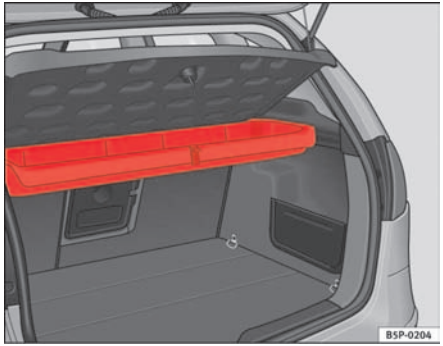
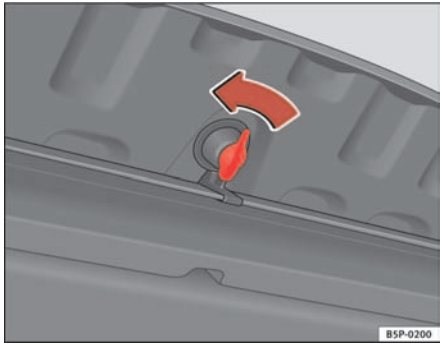

Fig. 119 Warning triangle storage under the rear cover
Fig. 120 Opening the storage compartment
The warning triangle* is located in a stowage box under the luggage compartment cover ⇒ fig. 119. To open this storage compartment, turn the knob 90° ⇒ fig. 120.
– Open the storage compartment by turning the knob 90° ⇒ page 145, fig. 120.